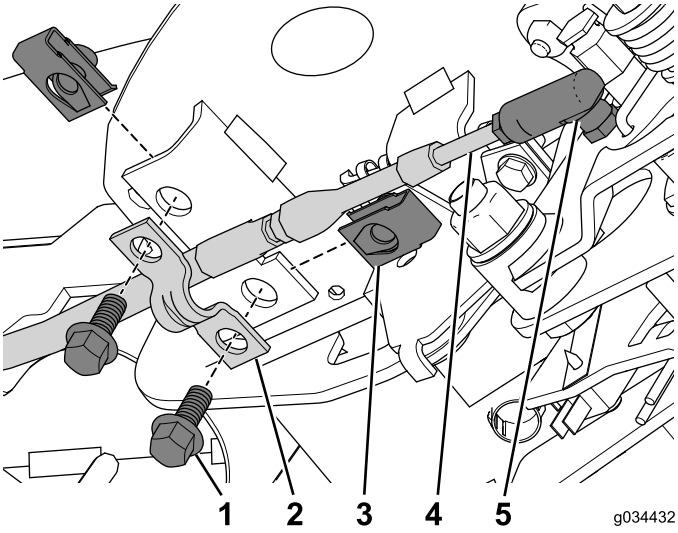

Figura 25
3. Conecte el cable del bloqueo de punto muerto al conector del cable (Figura 25).
4. Instale la tuerca de retención en la consola (Figura 25).
5. Utilice los 2 pernos (¼" x 5/8") para sujetar el cable con la abrazadera a la consola (Figura 25).